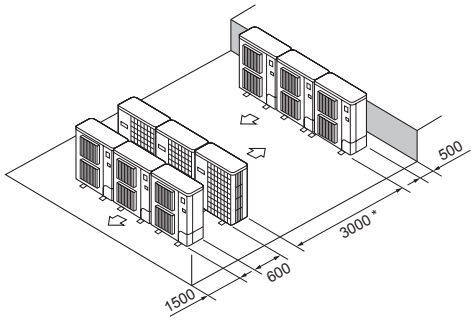

Fig. 2-18
⑥ Mehrfachanlagen in paralleler Anordnung (Fig. 2-18)